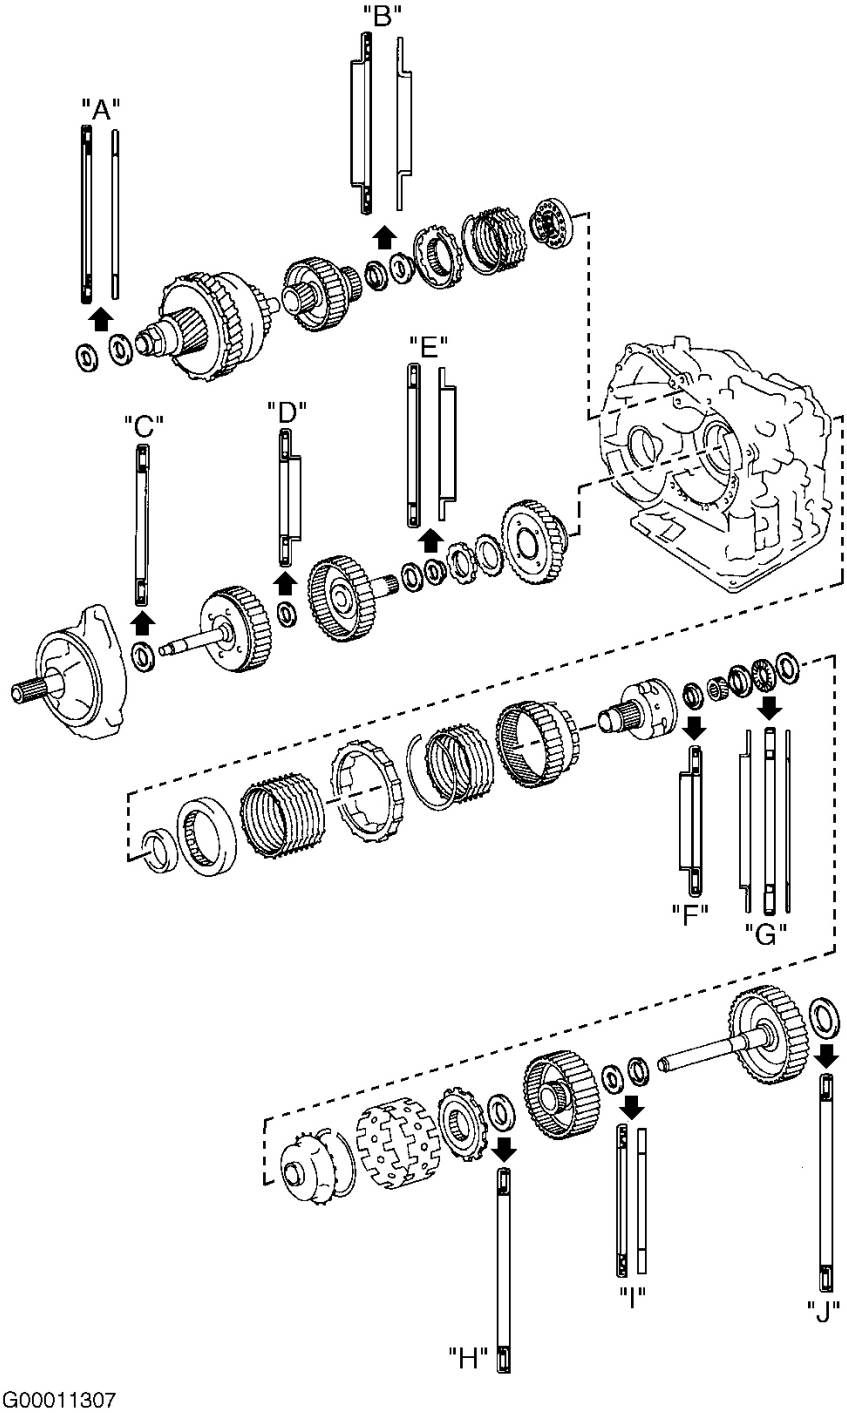

Fig. 80: Identifying Thrust Bearing & Race Locations
(1) For component locations, refer to illustration. See **Fig. 80**.
(2) On U241E models, bearing inner diameter is 2.087" (53.0 mm). Outer diameter is 3.079" (78.2 mm).
(3) On U241E models, rear race inner diameter is 2.051" (52.1 mm). Outer diameter is 2.972" (75.5 mm).
(4) On U241E models, bearing inner diameter is 1.362" (34.6 mm). Outer diameter is 2.055" (52.2 mm).